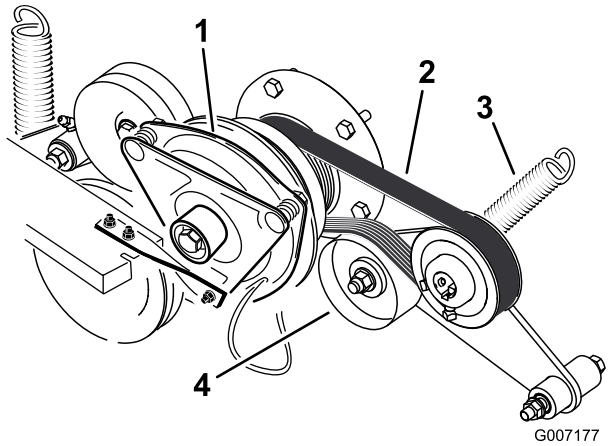

Figuur 68
3. Haal de veer van de arm van de spanpoelie (Figuur 68).
4. Plaats een nieuwe riem rond de motorpoelie en de poelie van de pomp van het hydraulische systeem (Figuur 68).
6. Monteer de veer op de arm van de spanpoelie (Figuur 68).